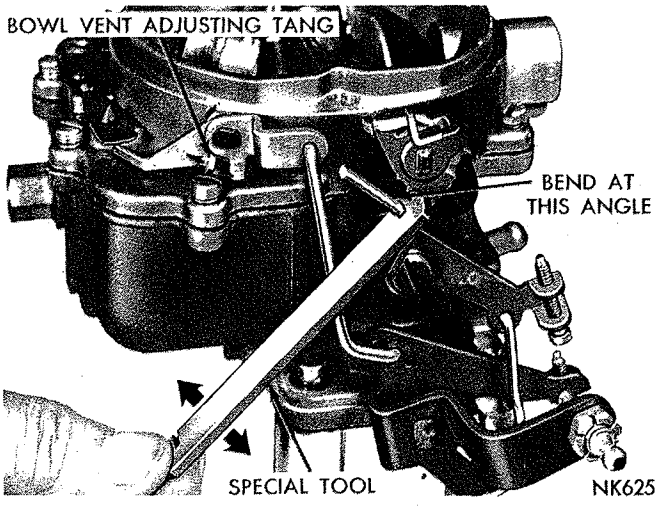

*Fig. 15—Bending the Choke Unloader Tang*
(2) With a finger lightly pressing against valve, a slight drag should be felt as gauge is being withdrawn. If an adjustment is necessary, bend tang on fast idle lever, using Tool T109-22, as shown in (Fig. 15) until correct clearance has been obtained.